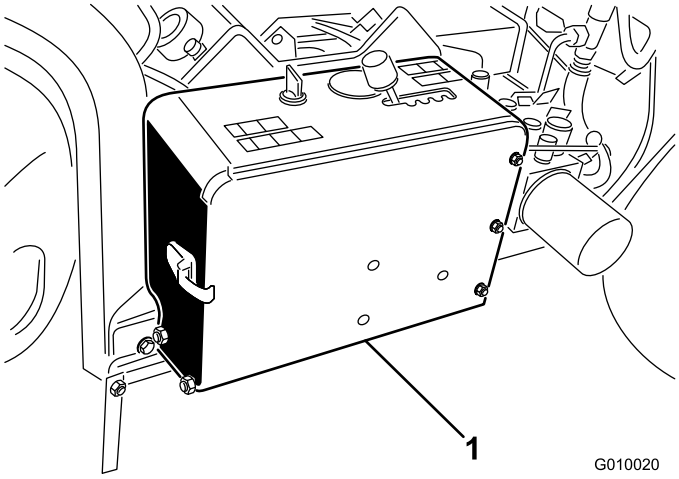

**Rysunek 5**
2. Wyjmij akumulator z komory akumulatora (Rysunek 5).